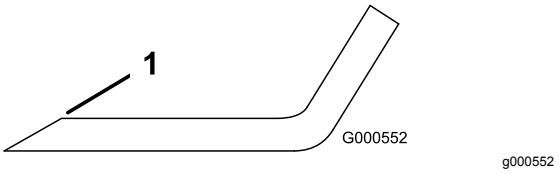

Figur 75
1. Anvend en fil til at slibe begge ender af skærekniven (Figur 75).
Bemærk: Hvis kniven ikke er afbalanceret, skal der slibes lidt mere metal af sejlområdet (Figur 75).